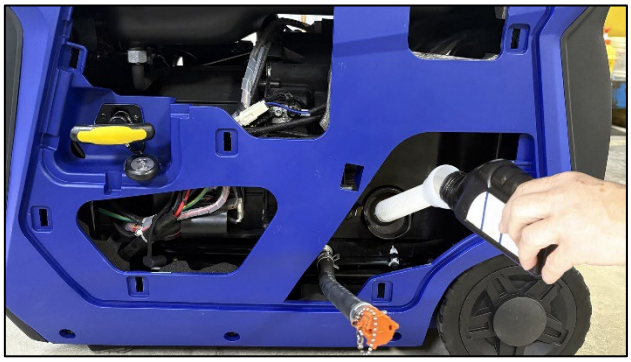

Figure 30 Add Engine Oil
5. Screw the supplied oil funnel into the threaded oil fill plug hole and slowly add engine oil to the engine as shown in Figure 30. Check the oil level periodically to avoid overfilling.